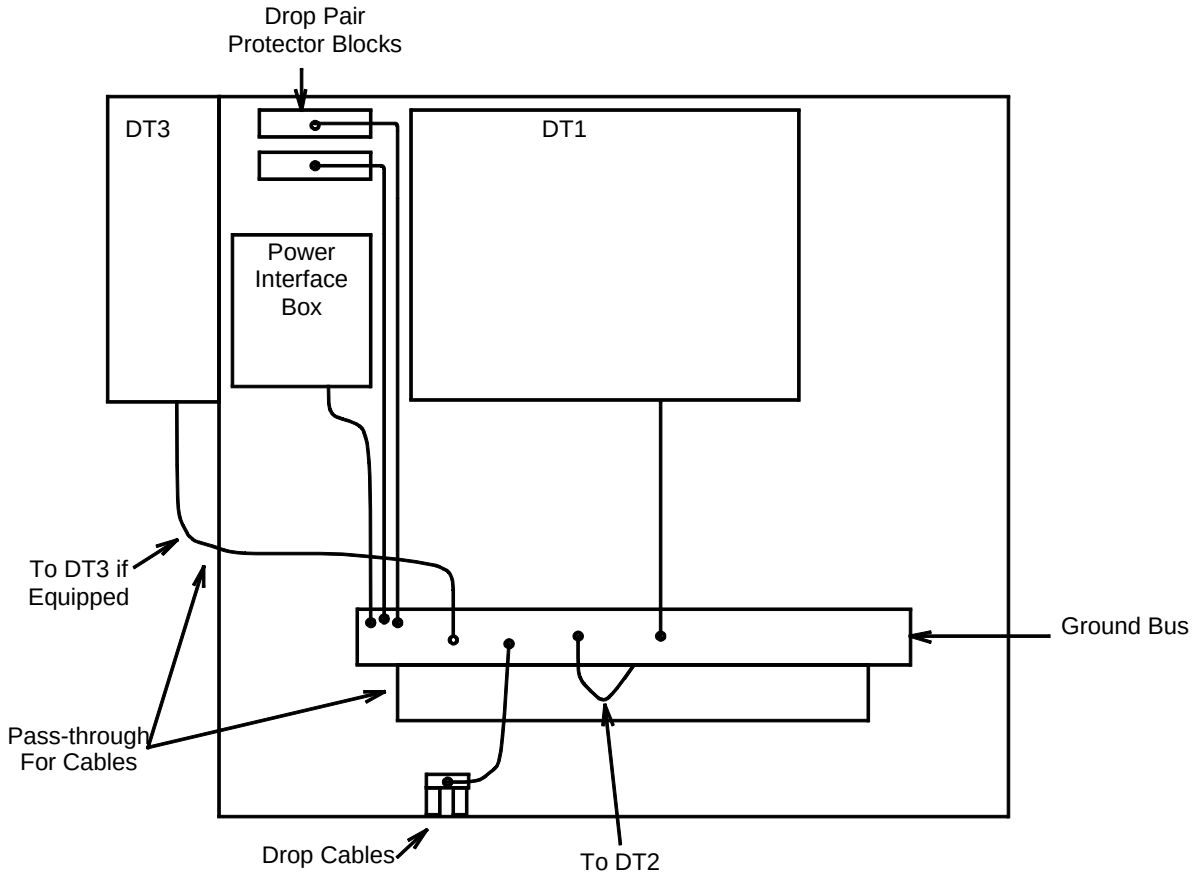

**Figure 3 – DT Pedestal Ground Connections — Block Diagram**
3. Verify that the pedestal ground bus has been connected to an approved ground connection. (Figure 3)